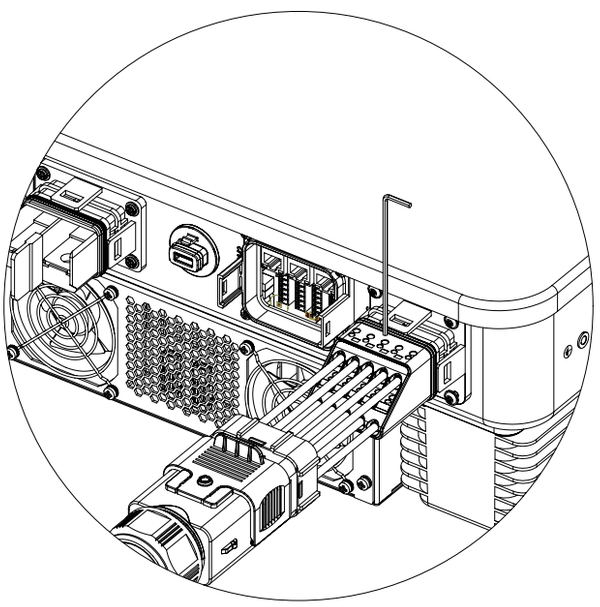

Figure 4-14
4) Connect the prepared tubular terminal to the AC port. After confirming that it is installed properly through the observation hole, tighten the screws with a hexagonal wrench (torque 2~3N·m), as shown in Figure 4-14: